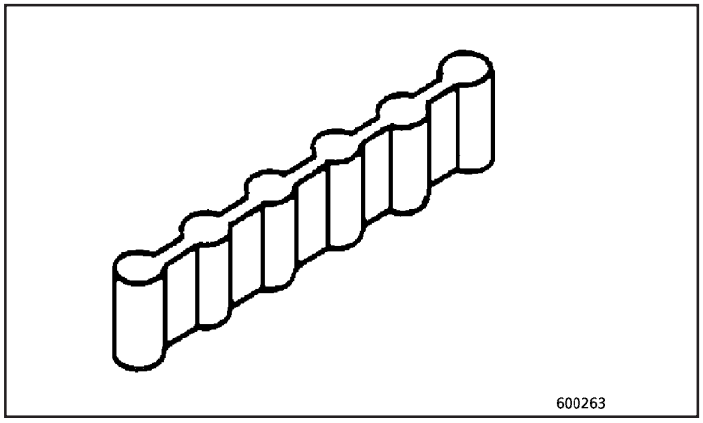

Fig.2
- Introduz-se as chamadas “barras de entrelaçamento” nestes furos (Fig. 2).